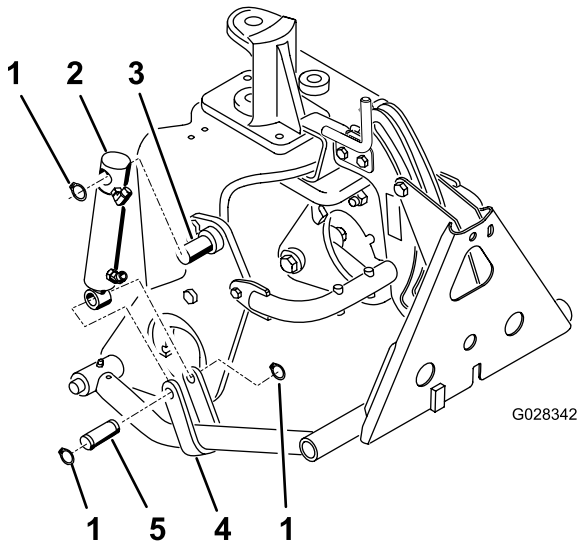

Rysunek 18
3. Zamontuj górę cylindra siłownika hydraulicznego do sworznia na prawej płycie pługa za pomocą pierścienia sprężystego (Rysunek 18).
4. Zamontuj tłok siłownika do pasków drążka pchającego za pomocą sworznia i 2 pierścieni sprężystych (Rysunek 18).